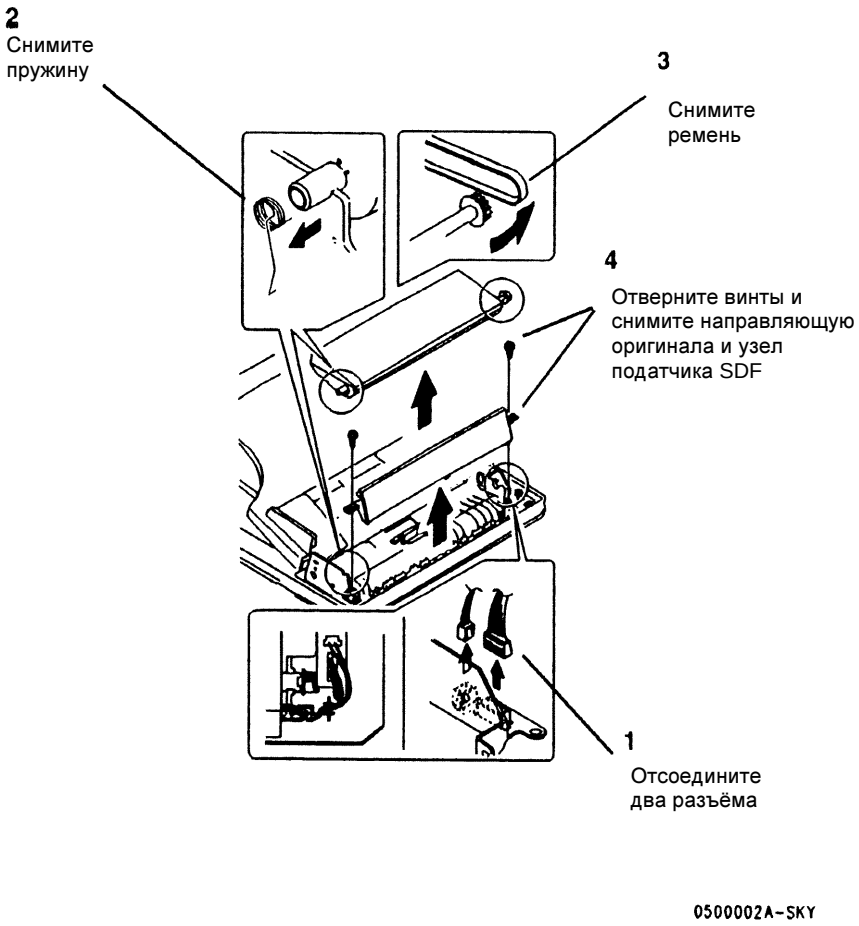

Рисунок 2 Снятие узла подачи SDF
2. (Рисунок 2): Снимите узел подачи SDF